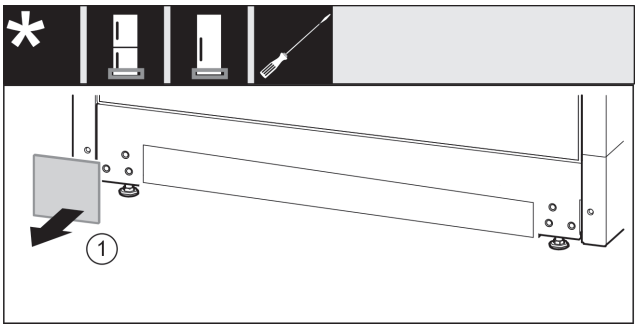

Fig. 17
- ▶ Abdeckung abnehmen. *Fig. 17 (1)*